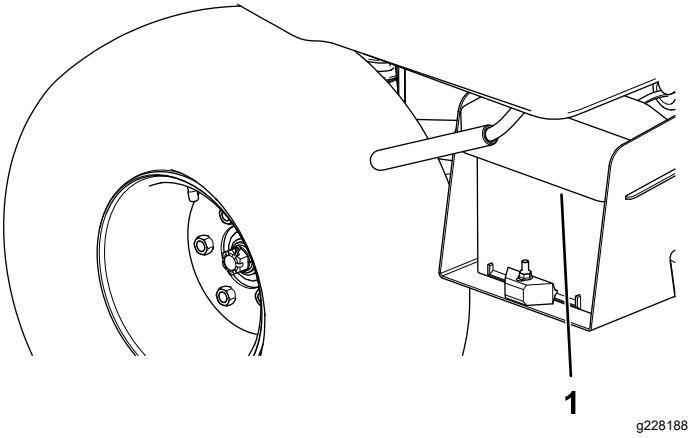

Figuur 4
1. Knijp in het accudeksel zodat de lipjes van de accubasis loskomen (Figuur 4).
2. Verwijder het accudeksel van de accubasis (Figuur 4).
6. Lijn het accudeksel uit op de accubasis (Figuur 4).
7. Knijp het accudeksel samen, lijn de lipjes uit met de accubasis en laat het accudeksel los (Figuur 4).